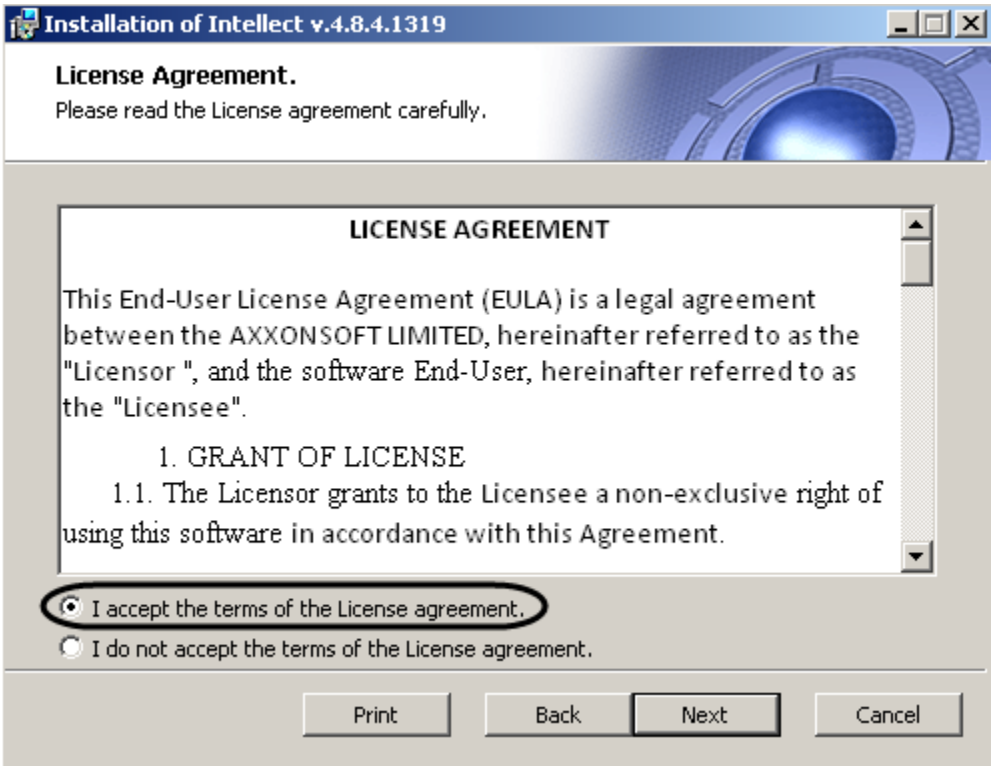

Figure 5.1-33 The “License Agreement” dialog box
The “License Agreement” dialog box is displayed (Figure 5.1-33).
10. Read the License agreement and accept its terms by setting the switch into the «I accept the terms of the License agreement» position, otherwise the INTELLECT™ installation will be stopped (Figure 5.1-33).
11. Click the “Next” button (Figure 5.1-33).